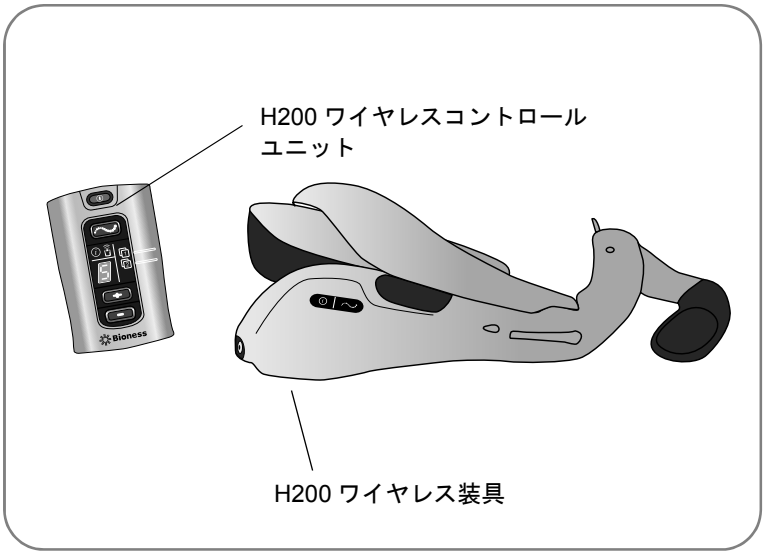

図 12-1：登録するコンポーネントをすぐ近くに置く
2. 登録するコンポーネントをテーブルの上のすぐ近くに、ただし接触しないように置きます（図 12-1 を参照）。